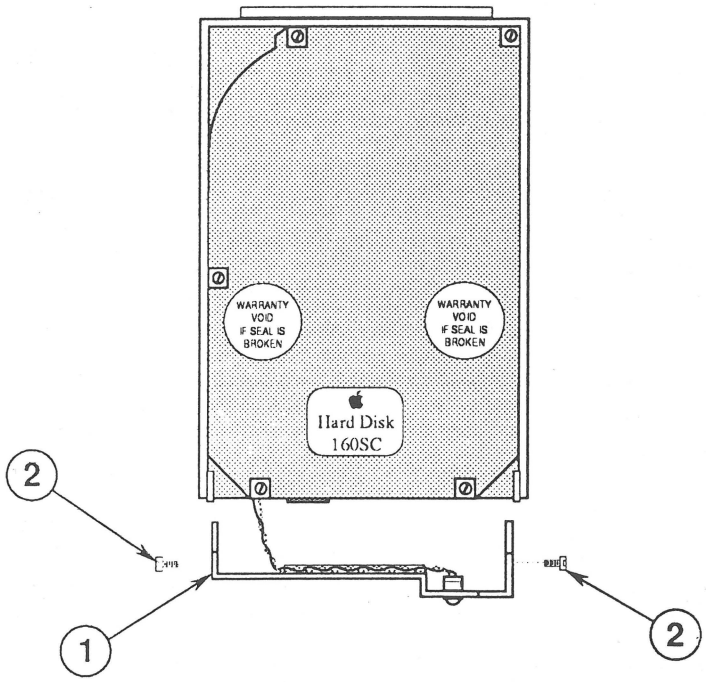

FIGURE 17
4. **For 160SC hard drives,** replace the end bracket (with attached LED cable) (Figure 17, #1) on the hard disk assembly, and install four screws (Figure 17, #2). Use the torx screwdriver.